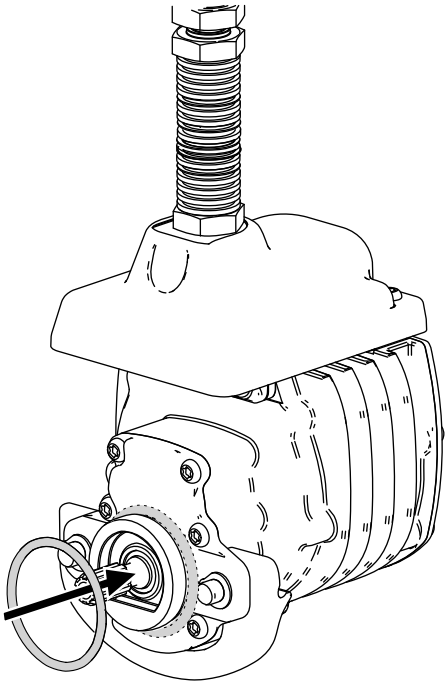

Bild 3
3. Legen Sie einen O-Ring auf jeden Spindelmotor, wie in Bild 3 abgebildet.